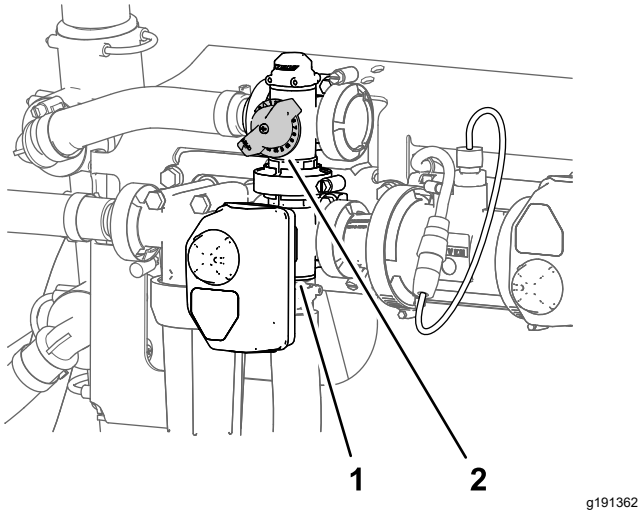

Figure 29
11. Adjust the agitation-bypass valve (Figure 29) on the backside of the agitation valve until the sprayer system pressure indicated on the gauge indicates 689 kPa (100 psi).